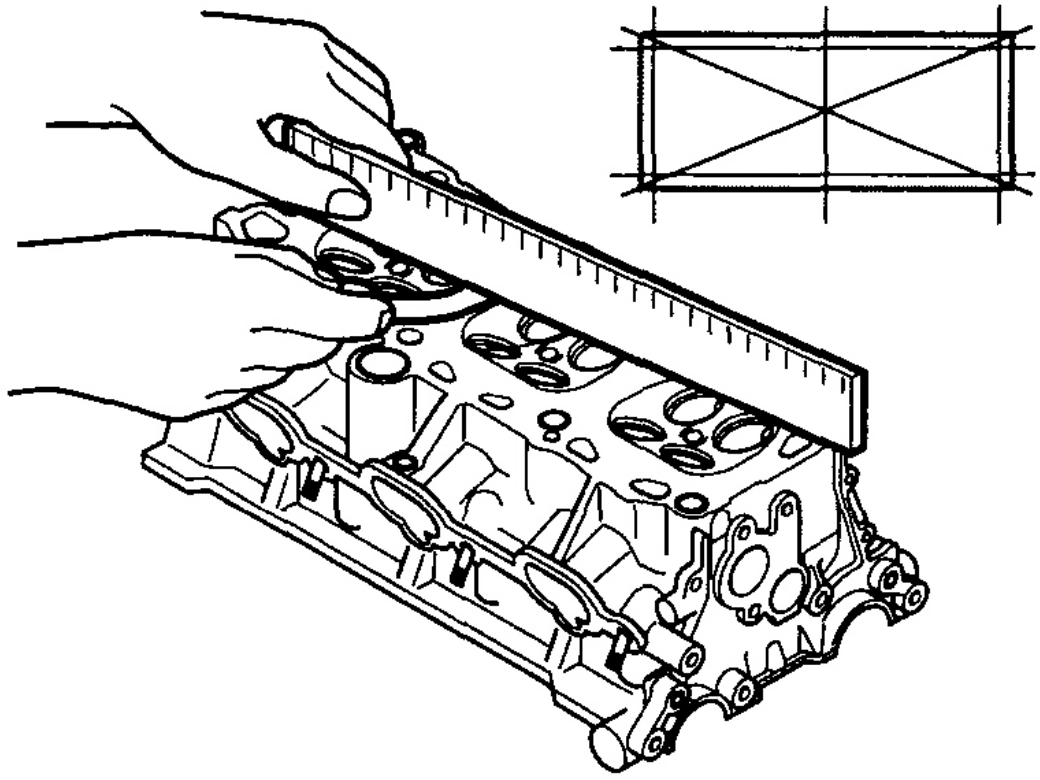

Fig. 64: Inspecting Cylinder Head
3. Check the cylinder head surface for flatness with a straight edge and feeler gauge as shown in **Fig. 64** .